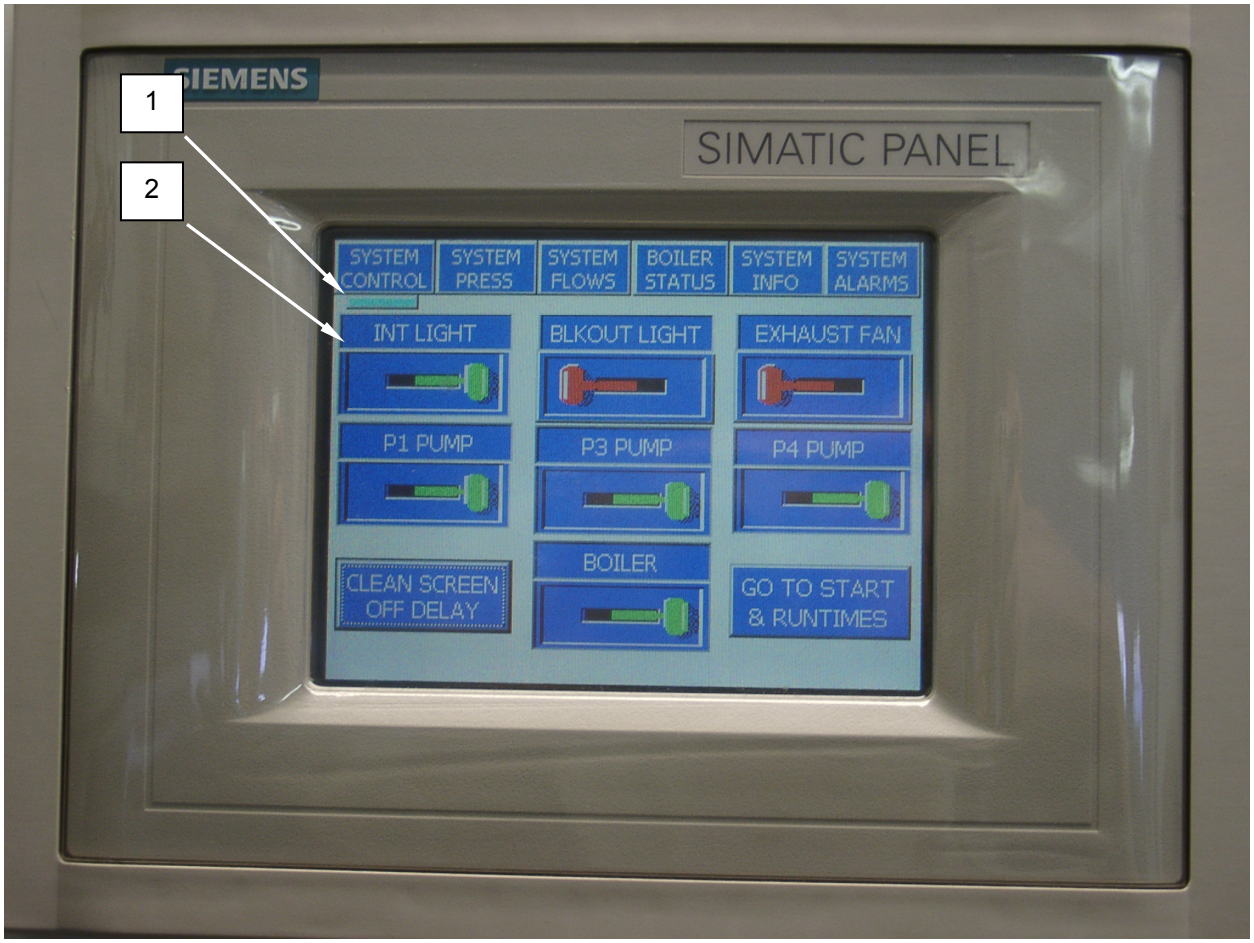

Figure 3. Operate the Interior Lighting.
1. Ensure the SYSTEM CONTROL **(Figure 3, Item 1)** screen is displayed.
2. Turn the INT LIGHT switch **(Figure 3, Item 2)** to the ON position. The switch will turn green when the switch is ON and red when the switch is OFF.